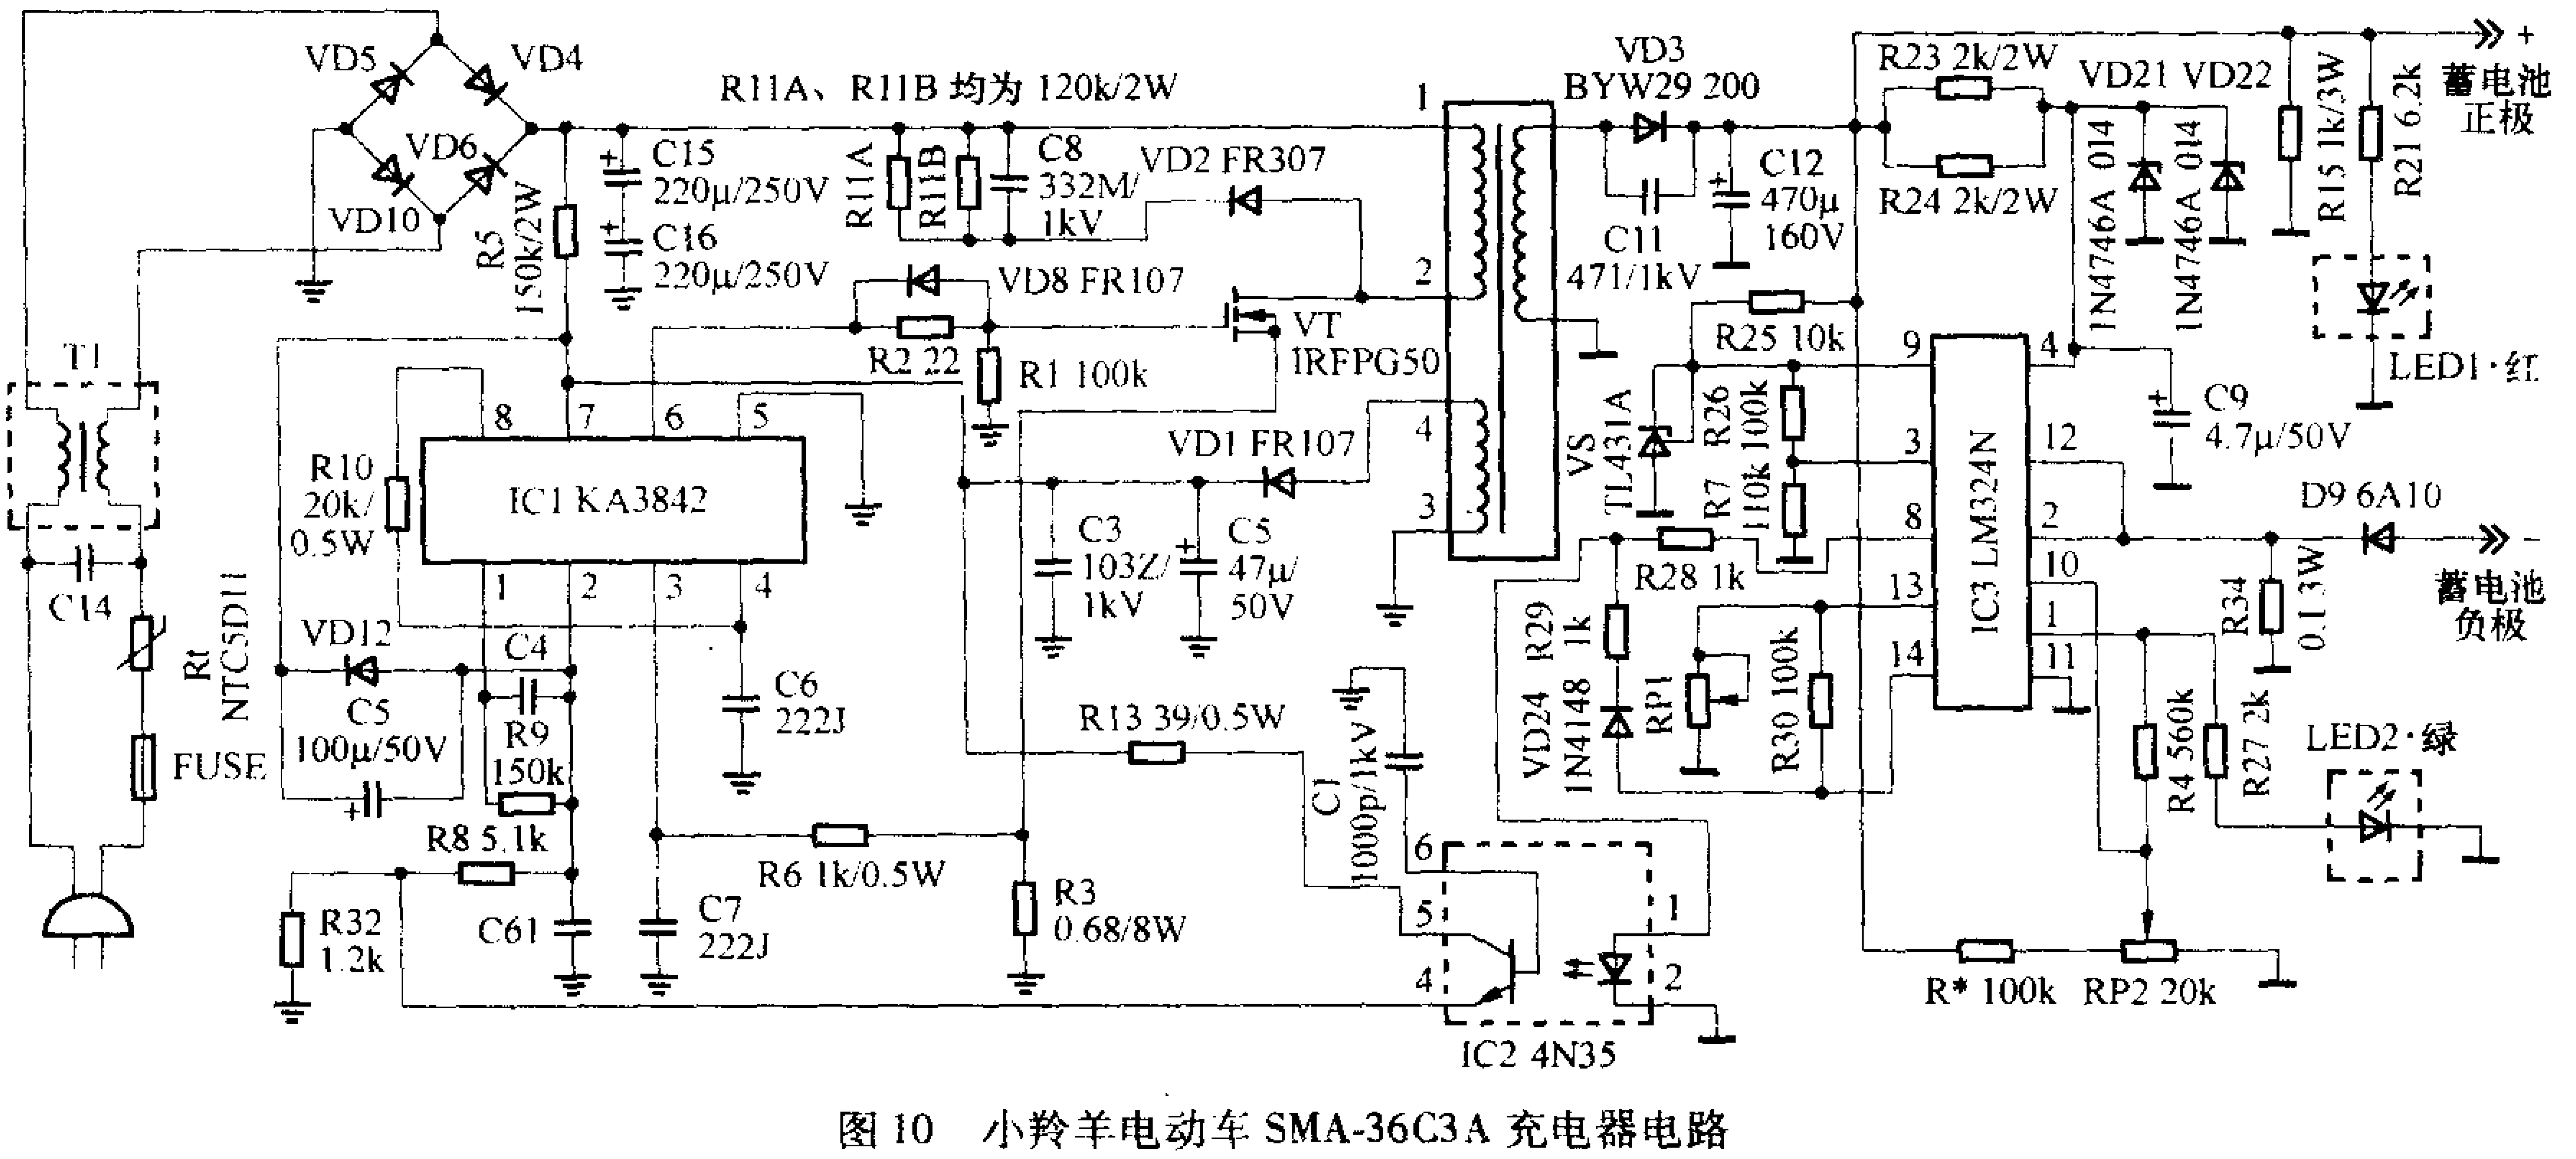

图 10　小羚羊电动车 SMA-36C3A 充电器电路
例 6：小羚羊电动车 SMA-36C3A 充电器电路见图 10，在空载状态下指示灯显示正常，但连接电瓶进行充电时，充电指示灯仍然为红色，显示已经充满。
2. 小羚羊电动车充电器图纸，充电器型号SMA-36C3A，见图10。